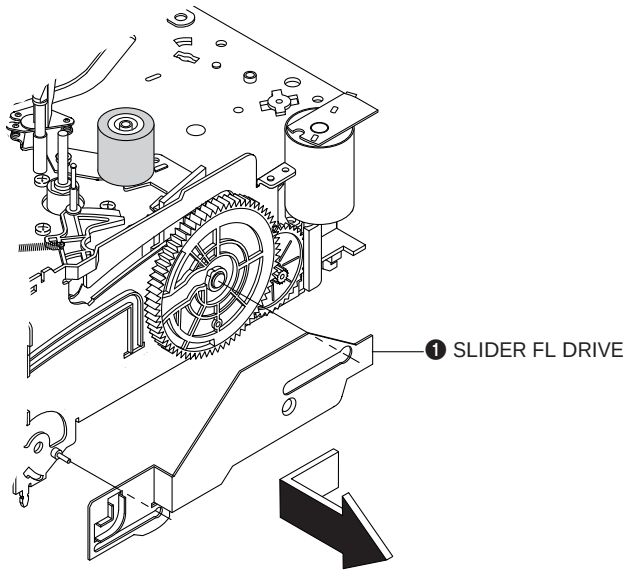

Fig. 1-8 Slider FL Drive Removal
1) Pull the Slider FL Drive ❶ to the front direction.
2) Remove the Slider FL Drive ❶ in the direction of arrow. (Refer to Fig. 1-8)